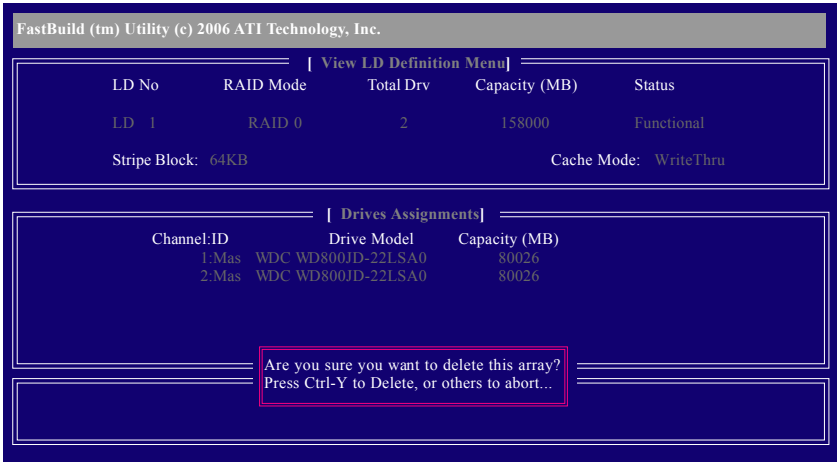

Figure 9
2. The View LD Definition Menu will appear (as Figure 9) showing which drives are assigned to this array. Press <Ctrl>+<Y> if you are sure to delete the array or other keys to abort.